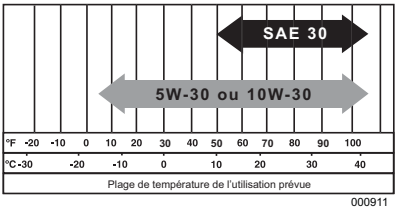

Figure 2-2. Huile recommandée
4. Voir la ***Figure 2-2***. Ajoutez l'huile à moteur recommandée dans l'orifice de remplissage d'huile (A).
Voir la ***Figure 2-2***. La température servira à déterminer le degré de viscosité approprié pour votre huile à moteur.